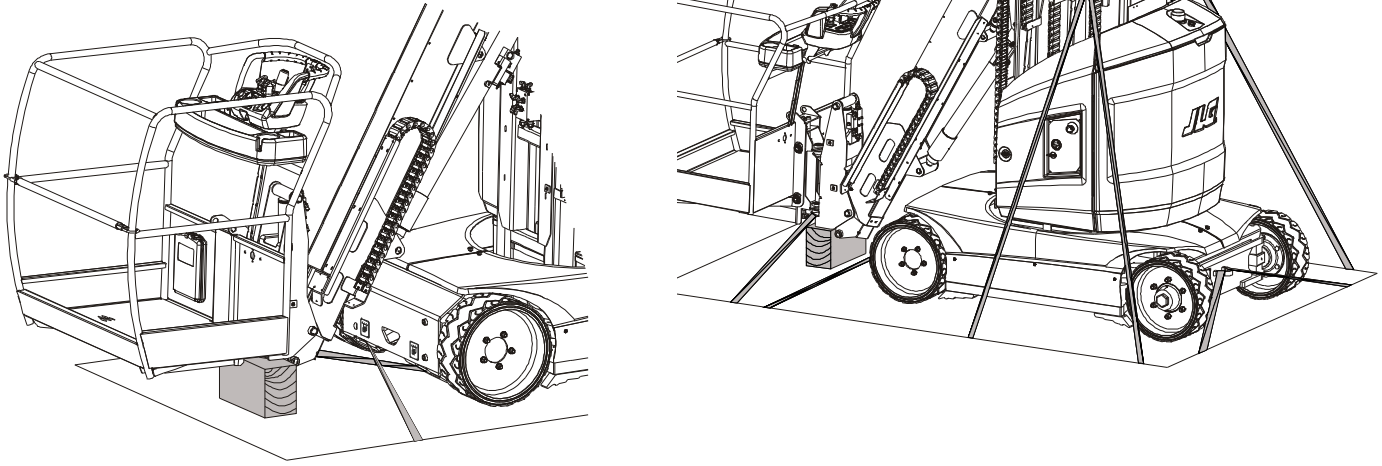

**Figur 3-15. Kobling av maskinen**
- Fest løftestropper/kjettinger til BEGGE festeører som vist på Figur 3-15.